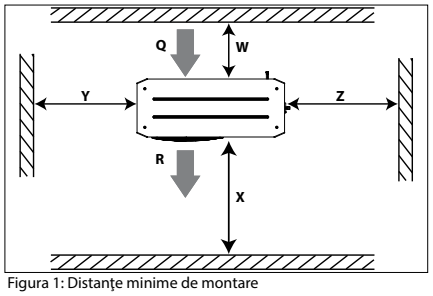

Figura 1: Distanţe minime de montare
- Asiguraţi spaţiu adecvat în jurul grupului pentru circulaţia aerului și deschiderea ușilor. Consultaţi figura 1 pentru valori minime ale distanţei până la pereţi.